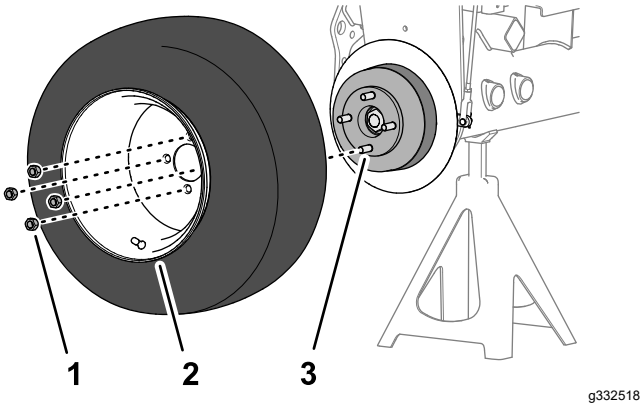

Figur 63
1. Fjern de fire hakemutterne som fester forhjulet til navet, og fjern hjulet (Figur 63).